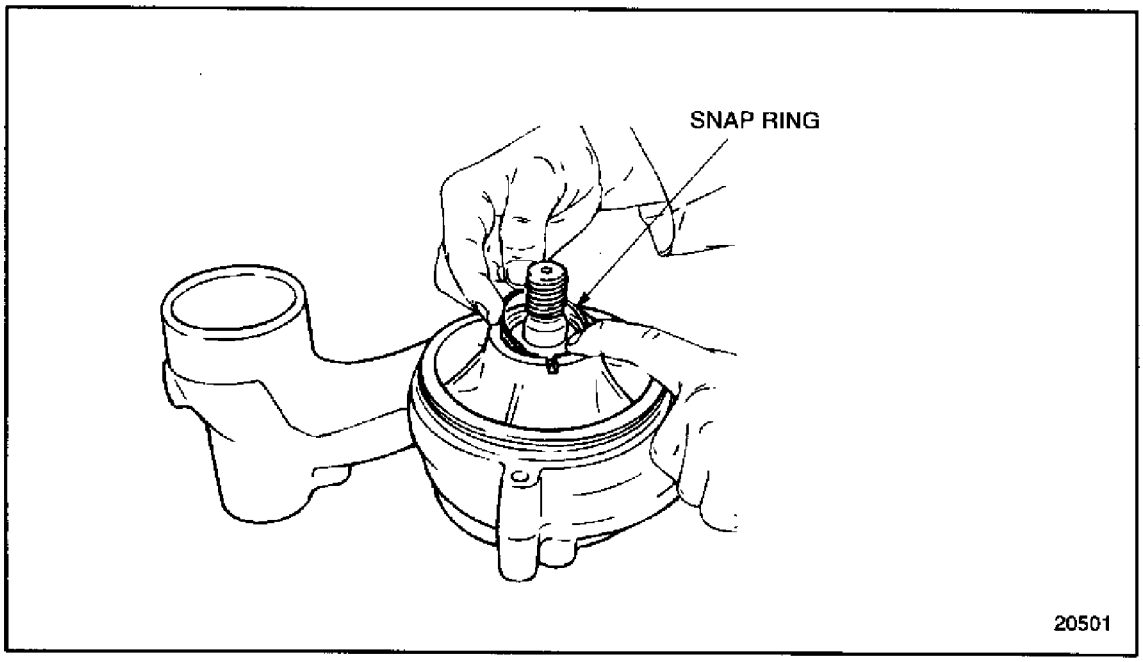

Figure 4-52 Snap Ring Installation (FM)
10. Install the snap ring to the water pump housing. See Figure 4-52.